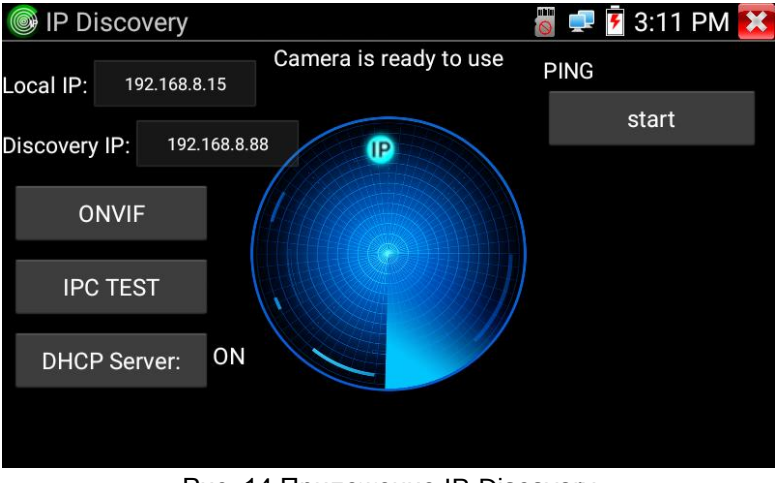

Рис. 14 Приложение IP-Discovery
1. Откройте приложение IP-Discovery из папки IP Camera Test на рабочем столе тестера (рис. 14). После непродолжительного поиска отобразится весь интерфейс приложения: